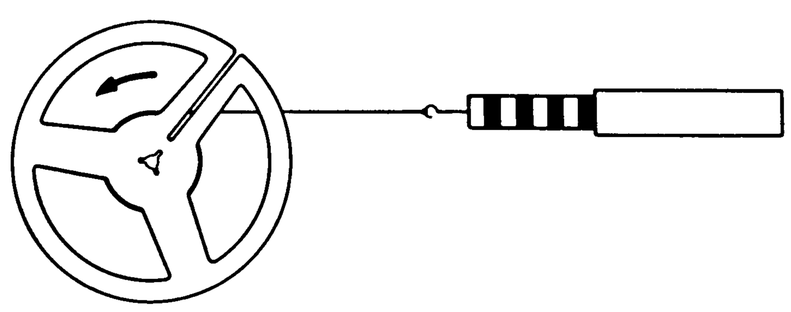
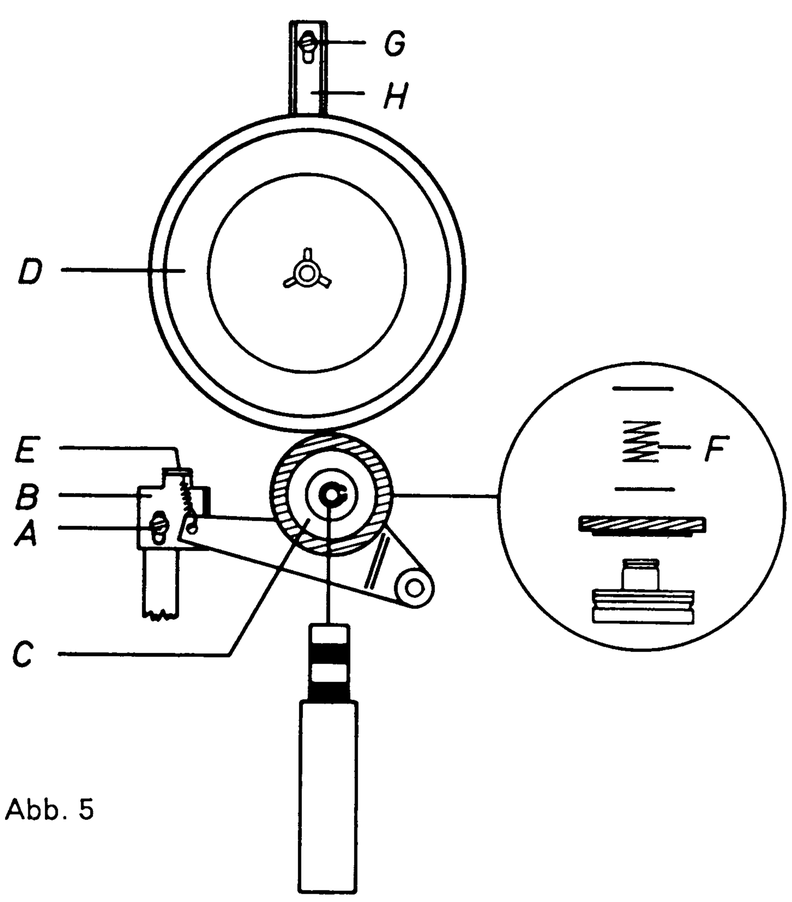

Abb. 4
Abb. 5
2.2 Höheneinstellung der Kupplungen (siehe Abb. 5)
2.3 Prüfung und Justierung der Kupplung im Antriebsrad (siehe Abb. 4 und Abb. 5)
Gerät einschalten, Taste „Start" drücken und gemäß Abb. 4 den Aufwickelzug messen.
Vor dieser Messung ist sicherzustellen, daß beim langsamen Drücken der Starttaste zuerst die rechte Kupplung angetrieben wird, bevor die Andruckrolle die Tonwelle erreicht und das Tonband transportieren kann. In Ruhestellung der Starttaste darf das Antriebsrad (C) nicht am Kupplungsunterteil der Kupplung (D) anliegen. Die Justierung erfolgt nach Lockern der Schraube (A) durch Verschieben des Winkels (B). Gerät einschalten, Taste „Start" drücken und gemäß Abb. 5 Andruck des Antriebsrades an das Kupplungsunterteil messen.